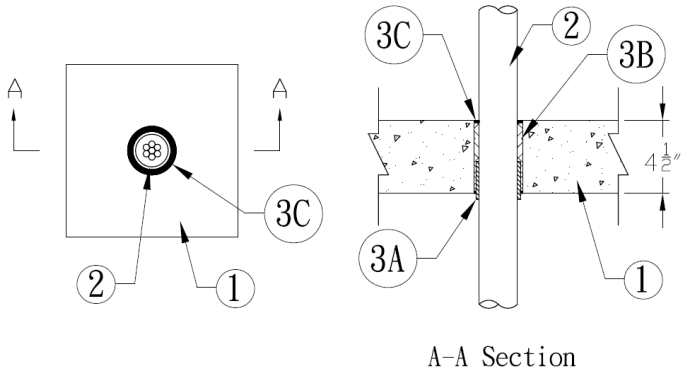

Figure 1. Through Penetration Firestop System
1. **SUPPORTING CONSTRUCTION:** Refer to Figure 1. Create a 3 in. diameter, round through-opening in a Code-conforming, 2 hour fire-resistance rated floor or wall assembly consisting of the following min. construction features:
2. **PENETRATING ITEM:** Refer to Figure 1 and Table 1. Position a nominal 2 in. diameter Schedule 40 PVC pipe centered in the opening made in the Supporting Construction (Item 1). Establish an annular space between the PVC pipe and the Supporting Construction (Item 1). The nominal 2 in. diameter PVC pipe contains a 40% fill of 15 PVC jacketed CATV coaxial cables.
3. FILL, VOID, OR CAVITY MATERIAL: Refer to Figure 1 and Table 1. Apply the following materials as indicated below: